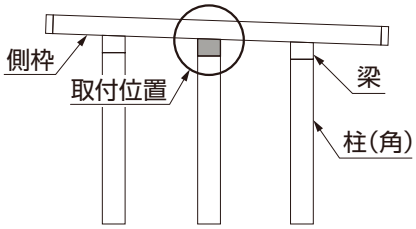

図7-2　側枠取付金具取付位置
①図7-2を参照して、側枠取付金具を側枠下面と梁に当て、φ3.5下穴をあけてください。（※2）
②側枠取付金具を【9-4】で取付けてください。